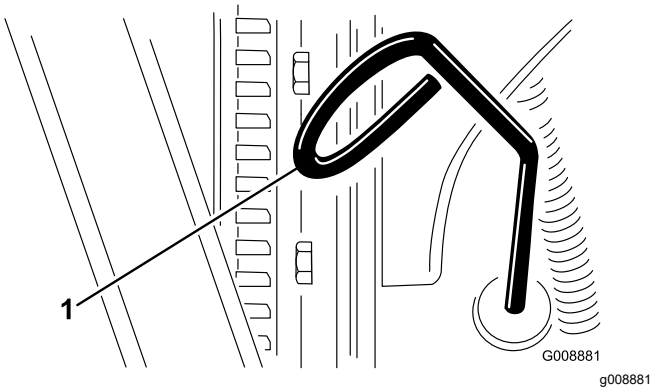

Figur 25
2. Ta ut oljestickan (Figur 25) och torka av den med en ren trasa.